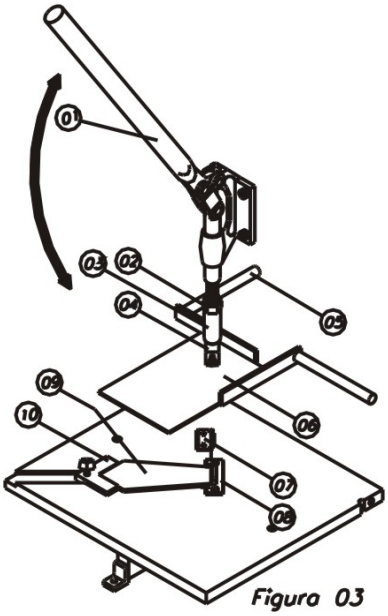
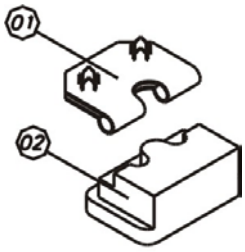

Figura 03
Figura 04
Para verificar se a altura está correta deve-se proceder conforme figura 03. Primeiramente escolhe-se um tamanho qualquer de fundo (06) figura 03, com sua respectiva gravata (09), e também uma dobradiça (07). Coloca-se então a gravata e encosta-se o esquadro (10), apertando-se o parafuso borboleta. Em seguida coloca-se a dobradiça sobre o porta dobradiças (08). Para colocação da dobradiça, deve-se observar a figura 04. Estas devem ser colocadas como indica a figura 04, observando se a parte curva para baixo, encostando-se a dobradiça na saliência do suporte, figura 04 (01).
A seguir coloca-se o fundo que deve ser posicionado regulando-se os batentes, figura 03 (05), até a posição escolhida pelo operador.
Inseridas todas as peças acima descritas baixa-se à alavanca, (01) figura 03, observando-se que deverá haver uma certa pressão no final do curso. Está pressão indica que a regulagem do pressionador está ideal, e que a dobradiça foi colocada corretamente.